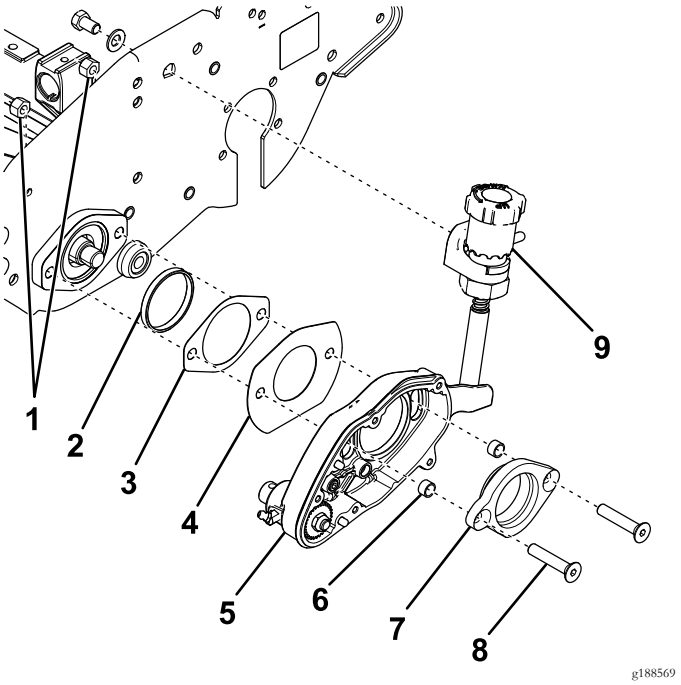

図 6
2. サイドプレートのリールベアリングハウジングにアダプタリングを入れる図 6。
3. ベアリングアダプタに 平頭ねじ2本を差し込み、ねじの端部に新しいスペーサを取り付ける図 6。
4. グルーマハウジングにベアリングアダプタを取り付ける図 6。
5. 平頭ねじの上からスロットカバーと新しいガスケットを入れる図 6。
6. リールベアリングハウジングに平頭ねじを入れ、ロックナット 2 個で固定する図 6。
7. ボルトとワッシャを使って、調整ノブをサイドプレートに固定する図 6。